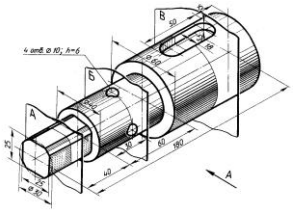

Рисунок 8 – Деталь «вал»
15. Выполнить изображения главного вида (взять по стрелке) детали «вал» (рисунок 8) по его наглядному изображению. Построить изображение сечений А-А, Б-Б и В-В по данным секущим плоскостям. Нанести размеры и сделать обозначения.